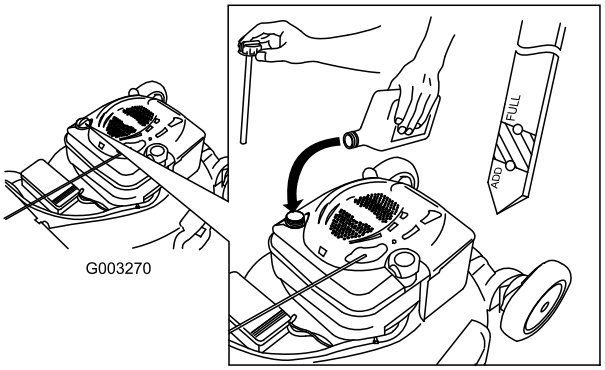

Figuur 36
4. Giet **langzaam** olie in de vulbuis totdat het peil de Vol-markering op de peilstok (Figuur 36) bereikt. **Niet te vol vullen.** (Maximale vulhoeveelheid: 0,59 l, type: SAE 30W reinigingsolie, met onderhoudsclassificatie SF, SG, SH, SJ, SL van het American Petroleum Institute (API) of hoger).